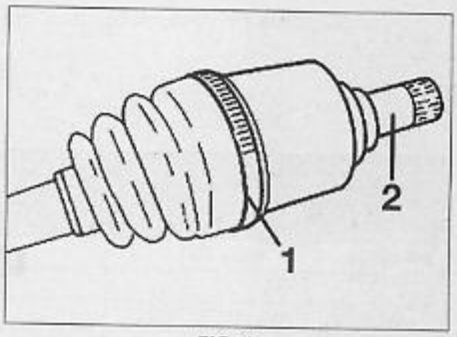

FIG. 6
- Déposer le collier (1) de fixation du soufflet **(Fig.6)**.
- Déposer le bol (2) de transmission.